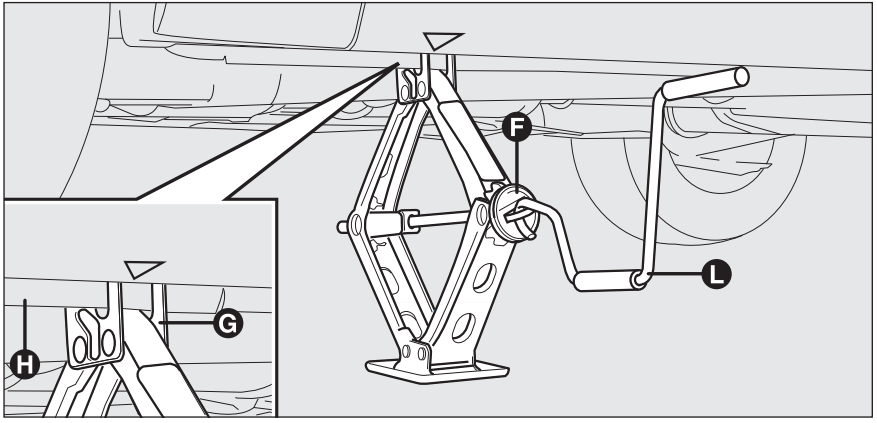

fig. 4 F0M0191m
❒ operate device **F-fig. 4** to extend the jack until the top of the jack **G-fig. 4** fits correctly into jacking point **H-fig. 4**;
❒ fit the handle **L-fig. 4** to operate the jack and lift the car until the wheel is several centimetres off the ground;
- ❒ turn the jack handle **L-fig. 4** to lower the car and remove the jack;